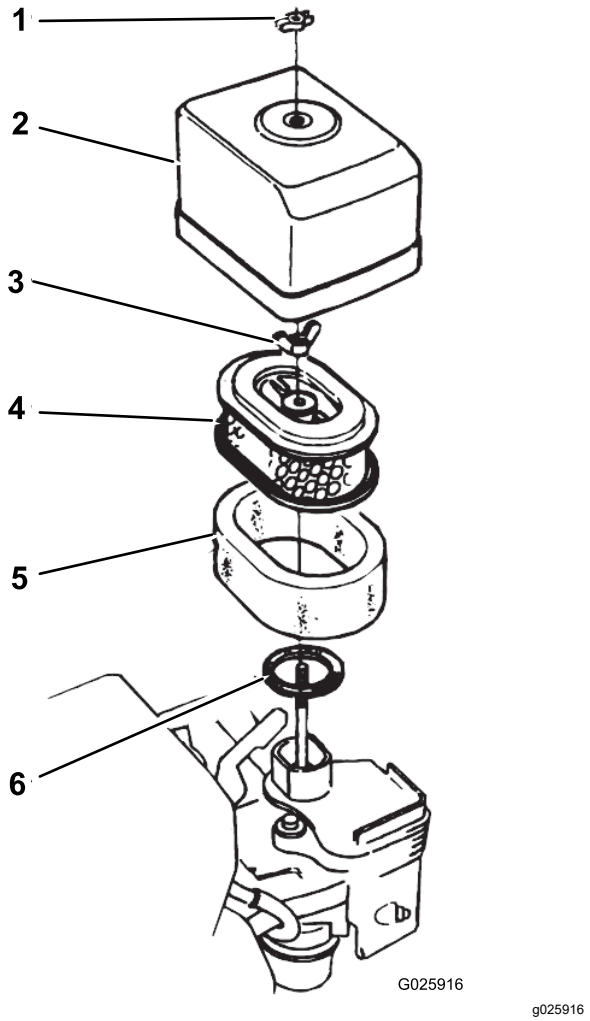

Figur 31
2. Ta bort vingmuttern som fäster luftrenarkåpan på luftrenaren och ta bort kåpan (Figur 31).
5. Montera luftrenarkåpan på luftrenaren med vingmuttern (Figur 31).
1. Avlägsna vingmuttern som fäster luftrenarkåpan på luftrenaren och avlägsna kåpan (Figur 31).
2. Avlägsna vingmuttern från luftfiltret och avlägsna filtret (Figur 31).
3. Avlägsna luftfiltrets skumplastinsats från pappersinsatsen (Figur 31).
1. Montera luftfiltrets skumplastinsats på pappersinsatsen (Figur 31).
2. Inspektera att packningen inte är sliten eller skadad (Figur 31).
3. Säkerställ att packningen är placerad på luftintaget för förgasaren (Figur 31).
4. Montera luftfilterelementen på förgasaren med vingmuttern (Figur 31).
5. Montera luftrenarkåpan på förgasaren med den andra vingmuttern (Figur 31).